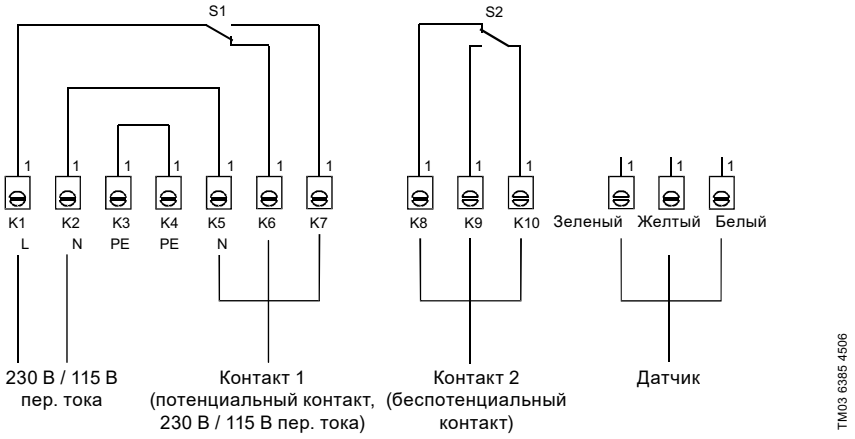

Рис. 23 Электрическое подключение электронной системы
4. Подключите электронную систему с датчиком в соответствии со схемой подключений. (см. рис.23)